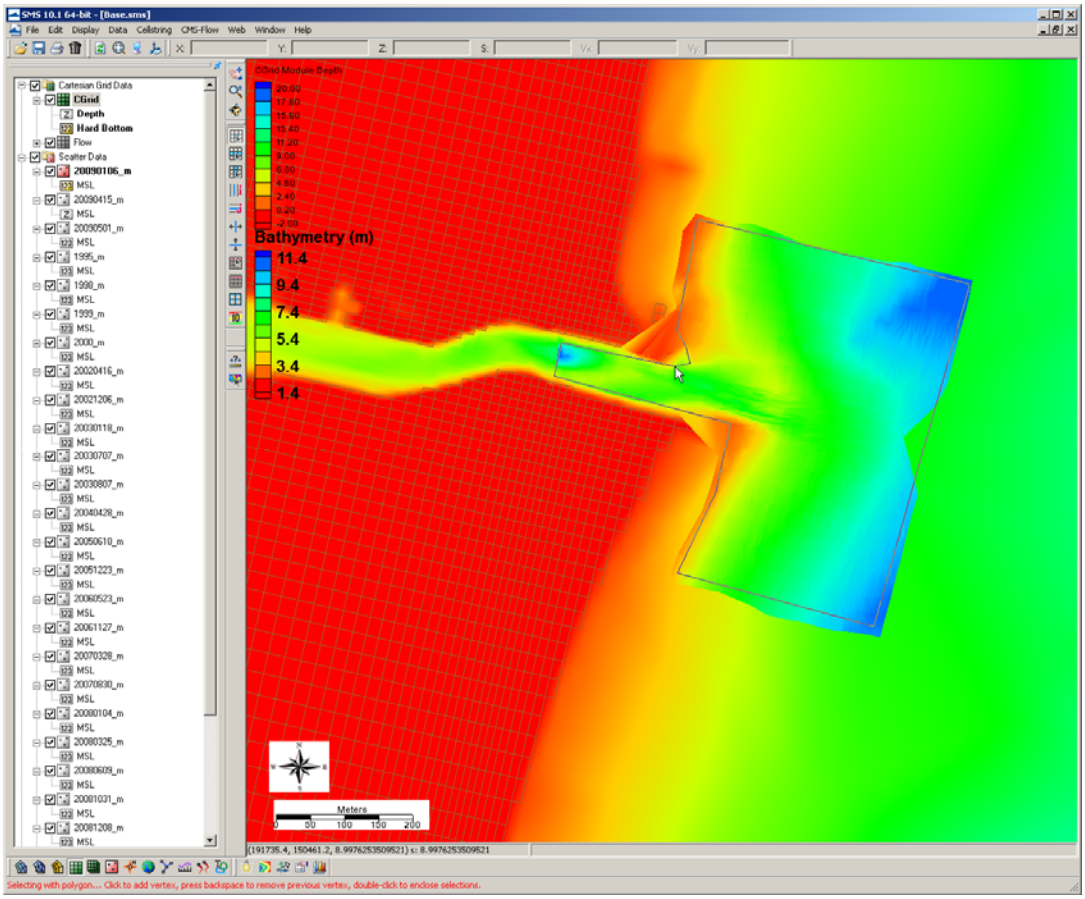

Figure 19. Selection of a polygon around the area of a recent survey (Jan 2009).
2. Highlight the area of the channel (using select with a polygon) where a scatterset can be interpolated from, (it is recommended that a recent survey be used to cover a larger area as shown in Figure 19),